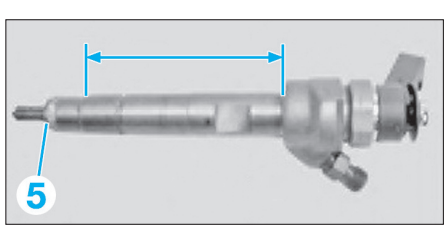

Fig. 73
• Déposer la vis (4) de la bride de serrage **(Fig.72)** ou **(Fig.73)** selon la motorisation.
- Avant de monter l'injecteur, enduire de graisse résistant aux hautes températures la partie allant de dessus le joint en cuivre (jusqu'à l'extrémité du puits d'injecteur réf. BMW 83 23 0 441 070 comme illustré **(Fig.73)**.